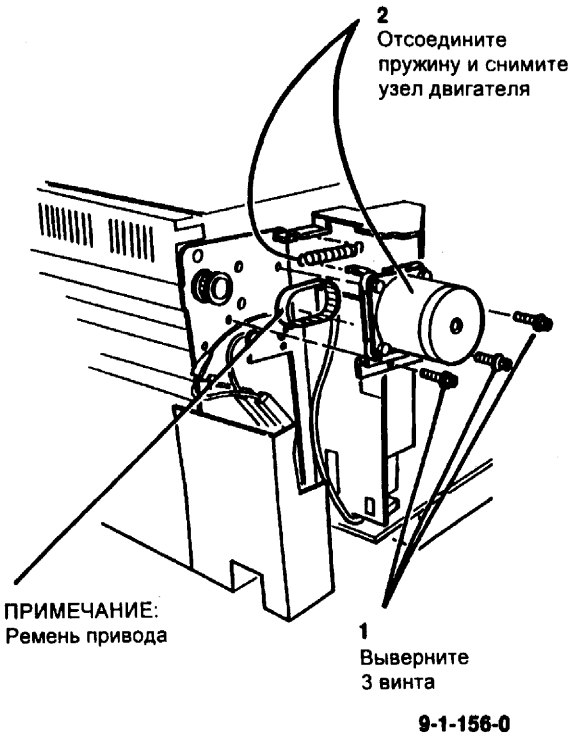

Рис. 1 Снятие узла двигателя привода сканирования (5621)
2. (Рис. 1) Снимите узел двигателя привода сканирования.